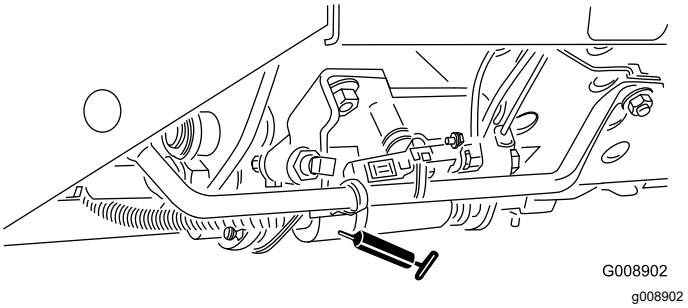

**Figur 53**
- Skjutreglage för klippning/transport (Figur 53)